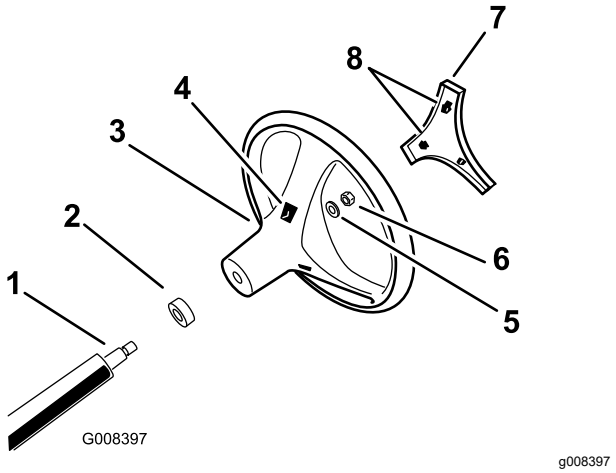

**Figur 3**
4. Fäst ratten på axeln med låsmuttern och dra åt den till 24–29 Nm enligt Figur 3.
5. Rikta in kåpans flikar efter skårorna i ratten och snäpp fast kåpan på rattnavet (Figur 3).